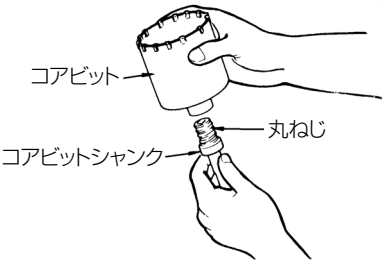

図　15
(1)　コアビットシャンクにコアビットを取付けます。(図 15)